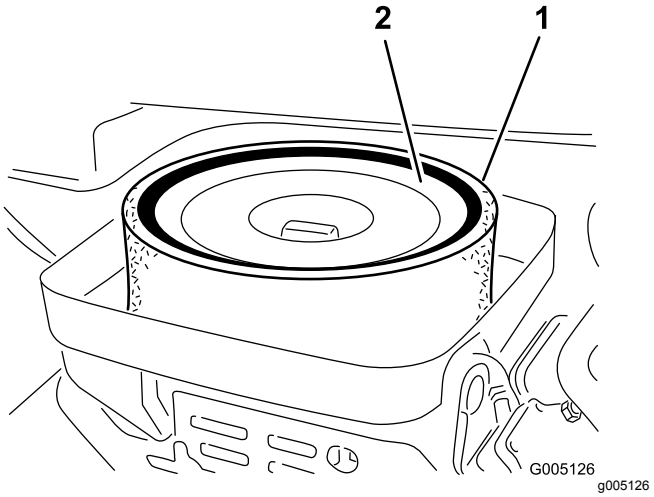

Figur 29
3. Ta av vingemutteren som fester elementene til luftrenseren (Figur 29).
4. Hvis skumelementet er skittent, fjerner du det fra papirelementet (Figur 29). Rengjør den grundig, som følger: